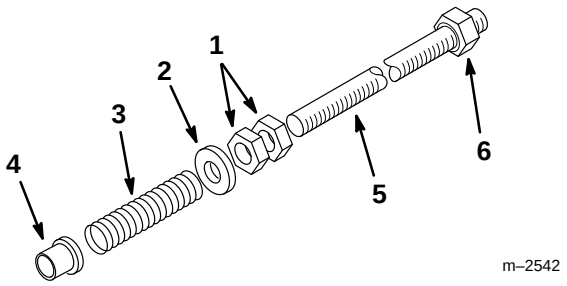

Figure 8
3. Thread two (2) 1/2” jam nuts approximately 9” (22.8 cm) up on each adjusting shaft (Fig. 8).
4. Slide a 1/2” washer, spring and bushing onto each adjusting shaft. Make sure to install the bushing with the flange end against the spring (Fig. 8).